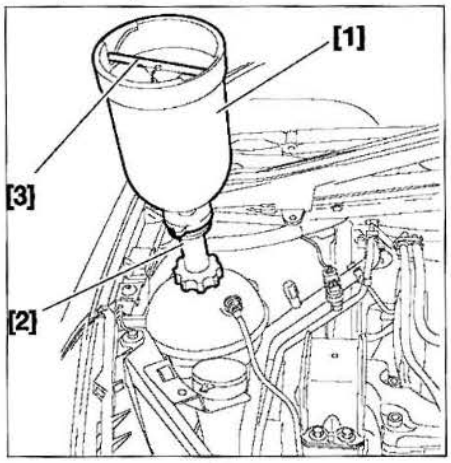

FIG. 21
• Montar el conjunto cilindro de carga [1], tapón [3] y adaptador [2] en el taladro de llenado (útiles ref. 4520-T, 4370-T y 4222-T **(Fig.21)**.